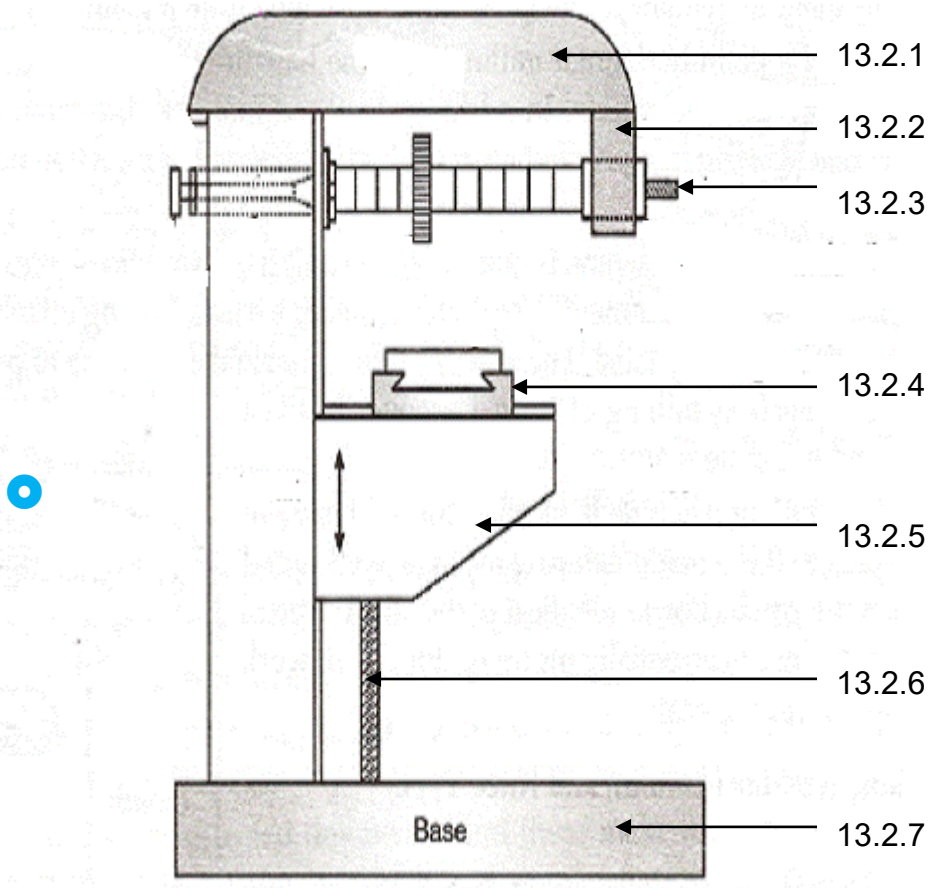

FIGURE 4
13.2 FIGURE 4 shows a diagram of a milling machine.